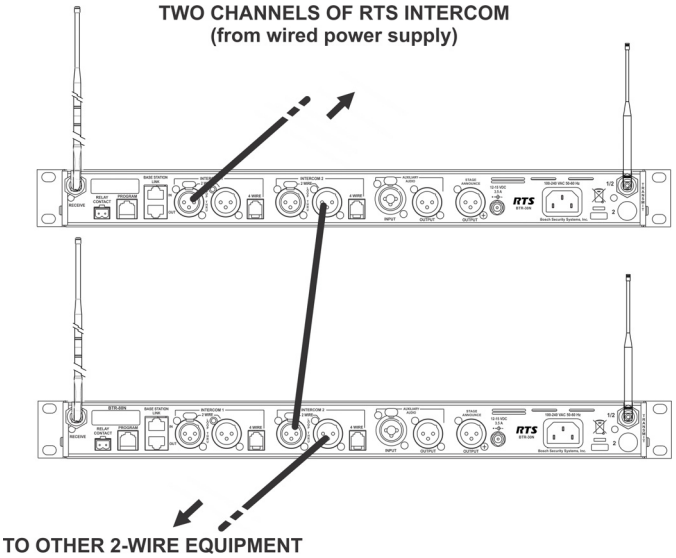

**FIGURE 21.** Loop-through of two base stations connected with RTS Intercoms
Since RTS-TW carries both channels of audio on one (1) cable, the four (4) intercom **XLR connectors are connected in parallel** when RTS is selected. Thus any one (1) of the four (4) intercom XLRs may be used for RTS input. Looping through of the audio, shown in Figure 21, may also be accomplished via any of the rear panel XLRs when in FTS mode. For a description of how to set up the 2-wire ports, refer to Intercom Settings in this section. The 2-wire intercom may be used at the same time as the 4-wire intercom.